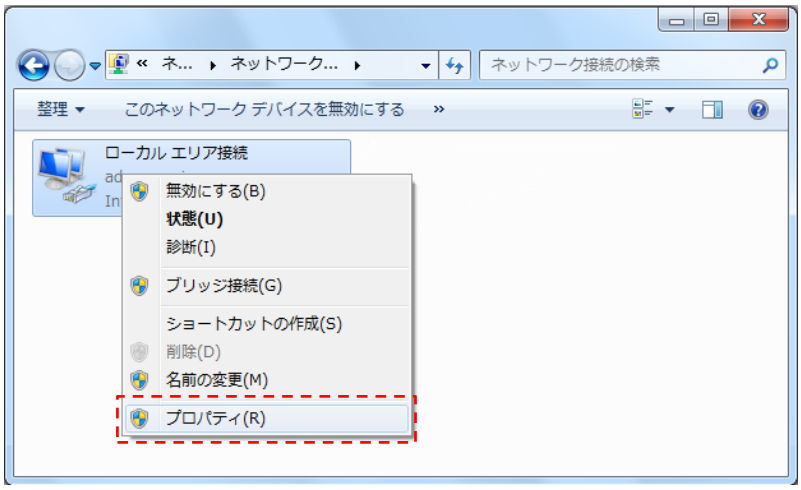

図 3-5 アダプターの設定の変更画面
手順②：アダプターの設定の変更画面より、「ローカルエリア接続」を右クリックし、「プロパティ」をクリックしてください。(図 3-5)